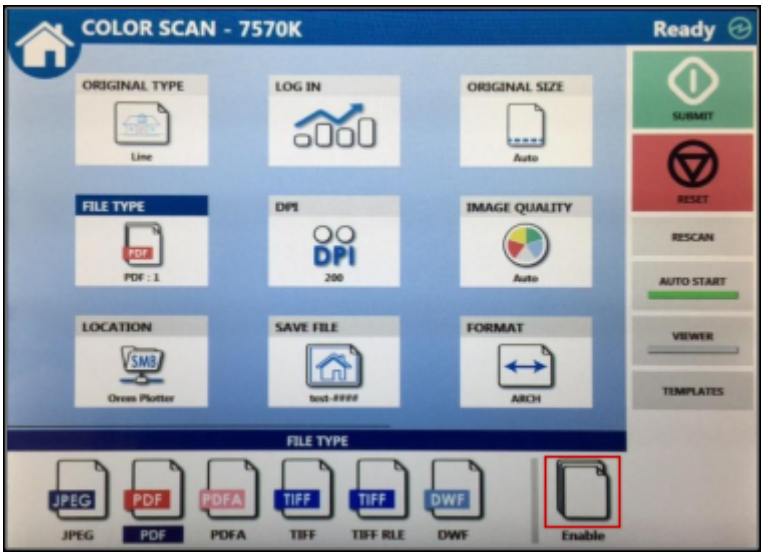

Figure 4.9. Enable icon.
4. Select the “FILE TYPE” option and ensure the “.PDF” option is selected as shown on Figure 4.9. In the case of scanning multiple sheets, an option is available to have all scanned sheets merged into a single .PDF file. To use this feature, select “Enable” located on the lower right-hand side of the screen when the “FILE TYPE” option is selected, as shown in Figure 4.9.
Figure 4.9 shows normal defaults. In the rare case the options on the screen do not match appears in Figure 4.9, set all options to match those shown. Tap each icon and select the similar option to the description on each icon.